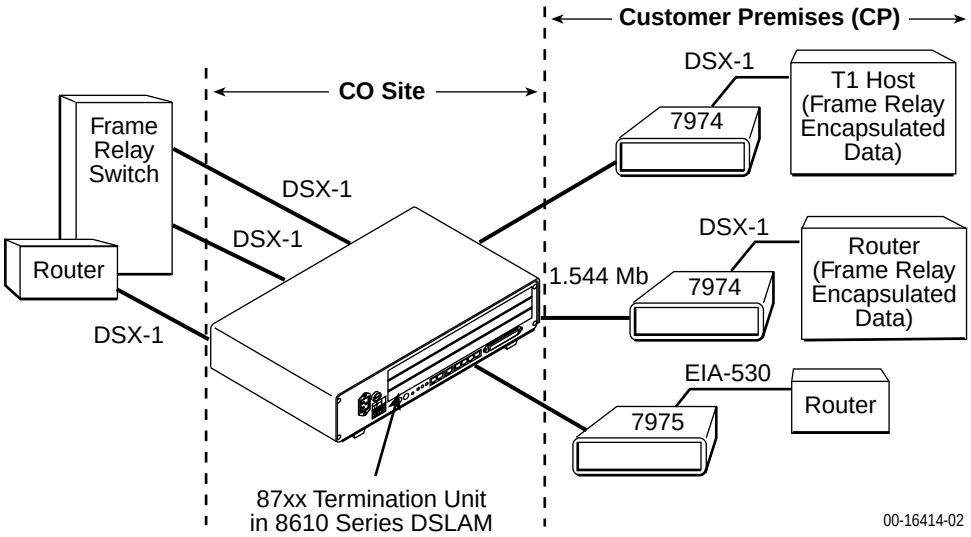

Figure 1-1. Sample CO-to-CP Configuration
Figure 1-1, Sample CO-to-CP Configuration, shows a T1 network application using a Hotwire 8777 or 8779 Termination Unit for access concentration in a central office (CO). A frame relay switch and a router are connected to partner units through the termination unit, supporting a host or router and frame relay encapsulated or unframed data.